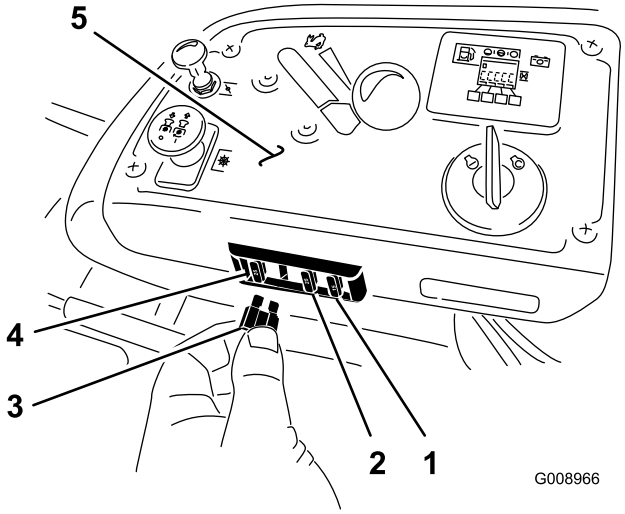

Figuur 61
1. De zekeringen bevinden zich op de rechterconsole naast de stoel (Figuur 61).
3. Monteer een nieuwe zekering (Figuur 61).